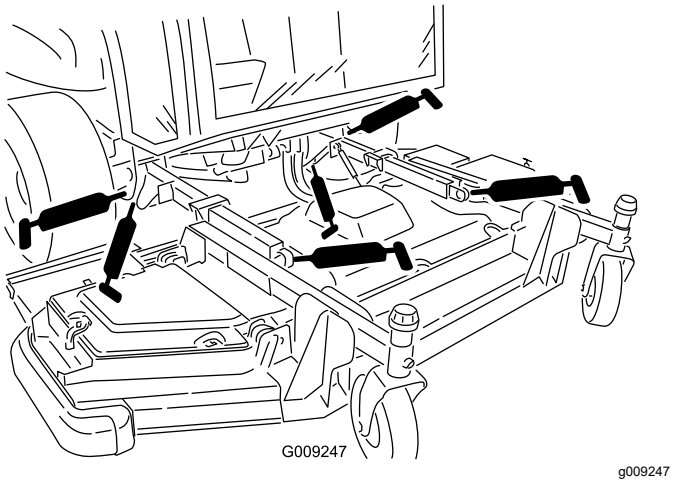

Figur 53
- 2 lyftarmsbussningar (Figur 53)
- 2 lyftarmskulleder (Figur 53)
- 2 lyftcylindertappar för främre däcket (Figur 53)